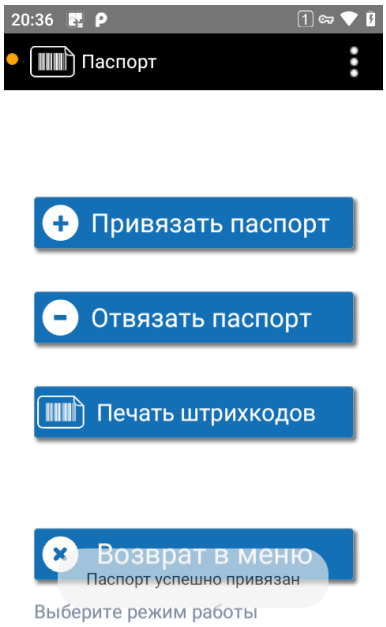

Рисунок 125. Паспорт привязан
3. Если требуется, сфотографируйте каждый разворот паспорта и нажмите «Готово». Внизу экрана появится подсказка «Паспорт успешно привязан» (см. Рисунок 125).